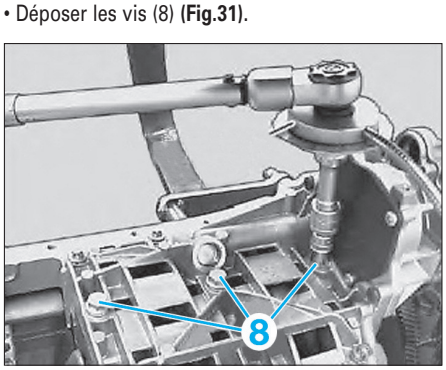

Fig. 31
• Déposer les vis (8) **(Fig.31)**.